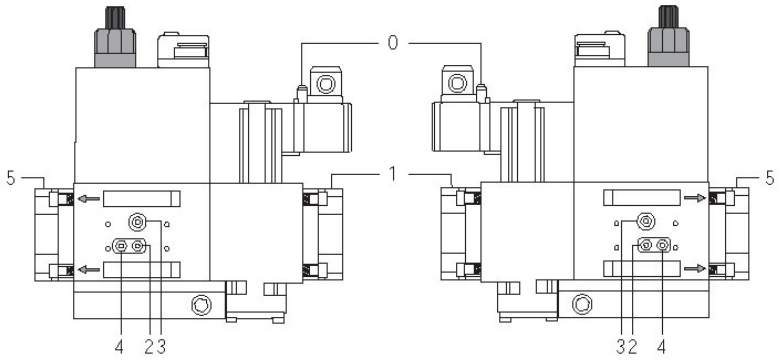
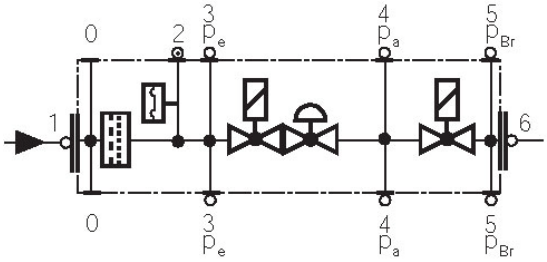

Fig. 59
Fig. 60
- Pulire o sostituire il filtro se la differenza di pressione fra i punti 1 e 2 (Fig. 59-Fig. 60) $\Delta p > 10$ mbar.